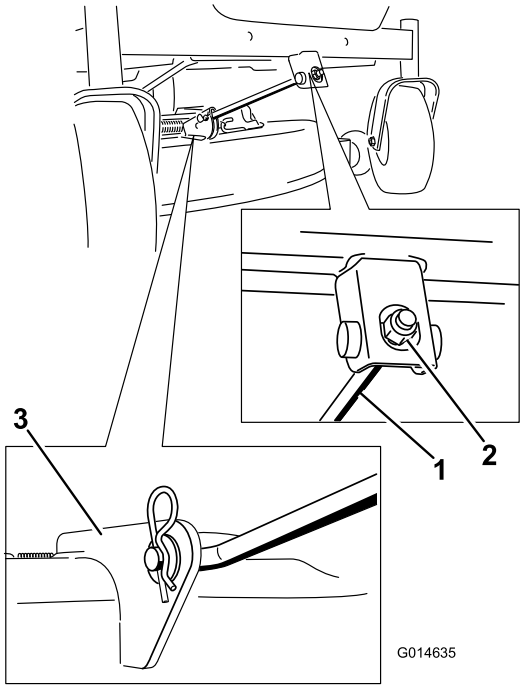

Figuur 63
5. Verwijder de R-pen uit de voorste steunstang en neem de stang uit de beugel van het maaidek (Figuur 63). Laat de voorkant van het maaidek voorzichtig neer op de grond.
6. Bevestig de voorste steunstang aan het maaidek met de gaffelpen en de R-pen (Figuur 63).